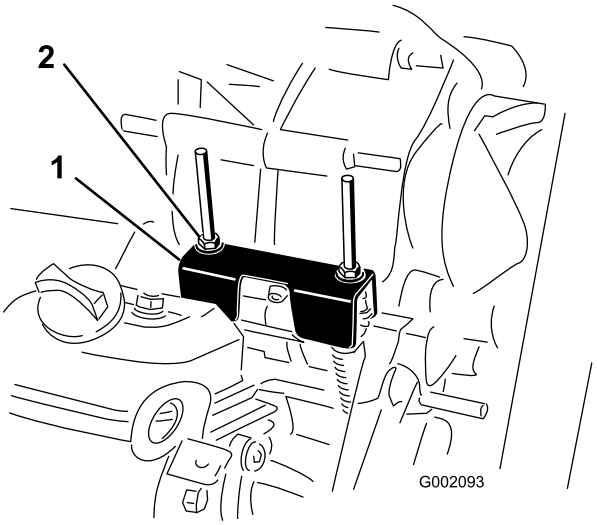

Figur 67
Vid rutinunderhåll och/eller motordiagnostik måste växeln läggas i neutralläge (Figur 67). Fordonet har ett neutralläge på växelväljaren som styr neutralläget i växellådan. Följande åtgärder bör vidtas för att försäkra att neutrallägesspaken driver växellådans neutralläge korrekt:
2. Kontrollera att neutrallägesfästet är i neutralläget (bredvid kabelfästet som sitter under växelfästet) genom att vrida på drivkopplingen (Figur 67).
3. Vrid en av låsmuttrarna (Figur 67) för att få ett avstånd på 0,762 till 1,524 mm mellan nederkanten av muttern/brickan och neutrallägets fäste.